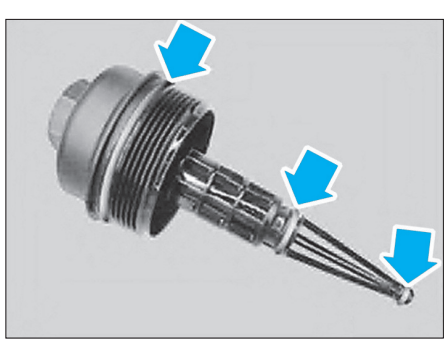

Fig. 37
• Remplacer et huiler les bagues d'étanchéité **(Fig.37)**.